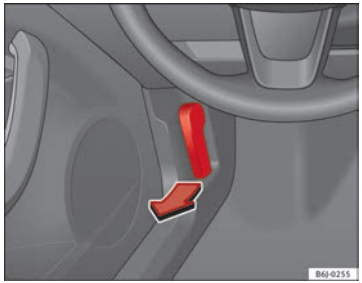

Fig. 124 Bonnet opening lever
– To release the bonnet, pull the lever under the dash panel ⇒ Fig. 124 in the direction indicated (arrow). The bonnet will be released by a spring action ⇒ ⚠.